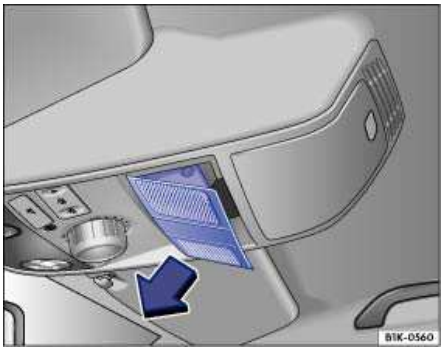

Fig. 157 In headliner: Removing cover.
1. Remove the cover in direction of the arrow ⇒ fig. 157.